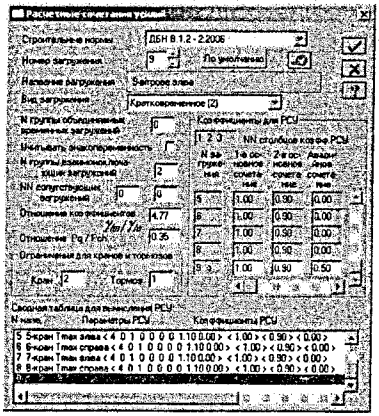

Рисунок 199
В діалоговому вікні **Расчетные сочетания усилий** в полі **Вид загружения** вибираємо **Кратковременное (2)**, в полі **N группы взаимоисключающих загружений** пишемо 2, а в полі **Отношение коэффициентов** γ_{fm}/γ_{fe} вказуємо 4.77 і натискаємо кнопку **Применить** (рис. 199).